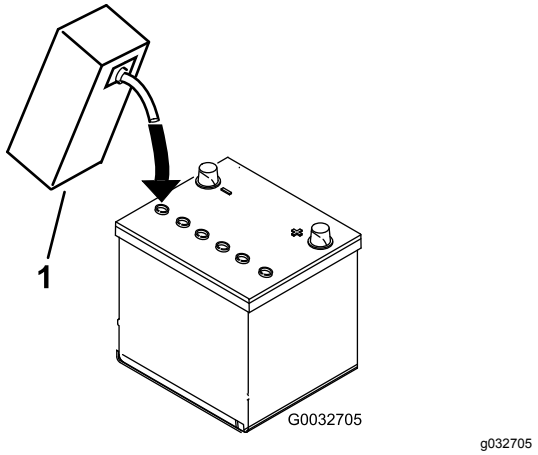

Figur 6
3. Fyll försiktigt varje cell med elektrolyt tills plattorna är täckta med ca 6 mm vätska (Figur 6).
4. Låt elektrolyten sugas upp av plattorna under 20 till 30 minuter. Fyll på elektrolyt så att nivån kommer upp till ca 6 mm från botten av påfyllningshålet (Figur 6).